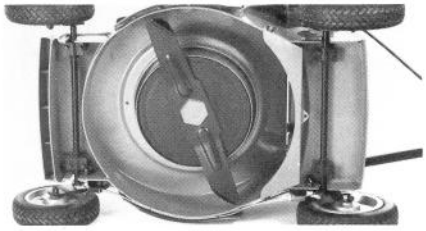

Figure 20
2. Faites basculer la tondeuse sur le côté (Fig. 20).